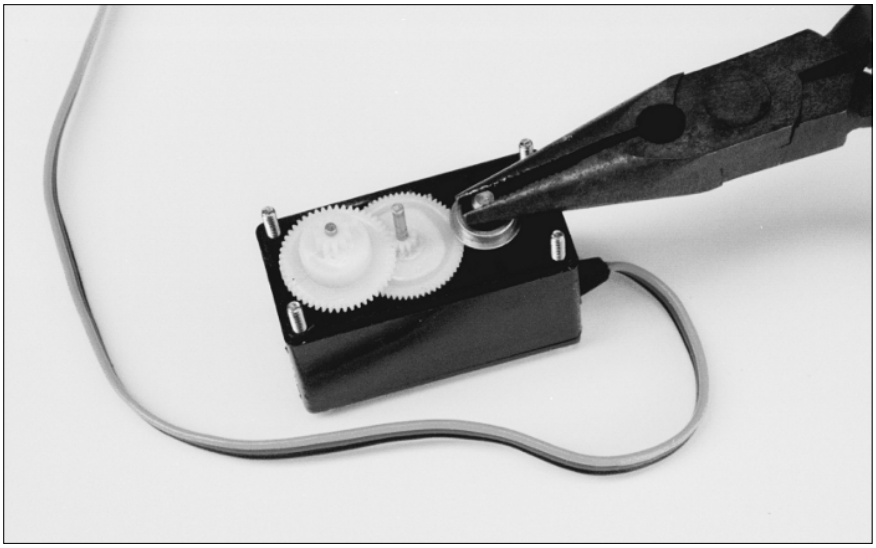

Figure 15-14: Setting the potentiometer to its center position.
7. **Use a small pair of pliers to set the potentiometer at its center position, as you can see in Figure 15-14.**